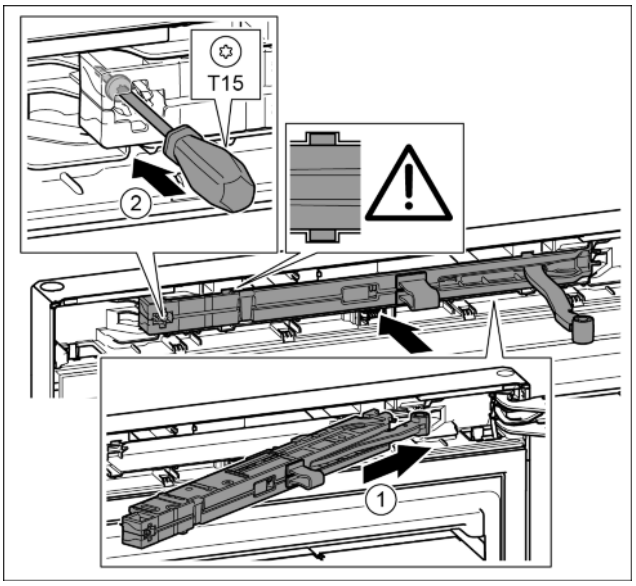

*Fig. 21*
- ▶ Slide the soft stop mechanism on the bearing bracket side at an angle into the slot as far as the limit stop. *Fig. 21 (1)*
- ▶ Tighten the screw with the T15 screwdriver. *Fig. 21 (2)*